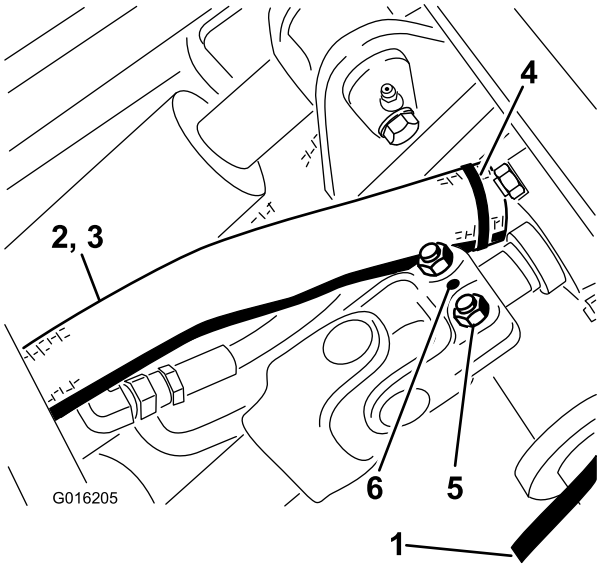

**Rysunek 47**
10. Włóż kołek sprężysty (Rysunek 47).